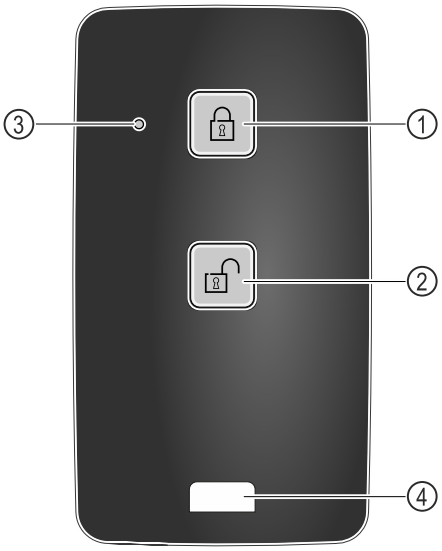

Fig. 219
(1) Blocați încuietoarea
(2) Deblocați încuietoarea
(3) LED de stare
(4) Ureche de fixare
▶ Apăsați tasta *Fig. 219 (1)* de pe telecomandă.
▶ Apăsați tasta *Fig. 219 (2)* de pe telecomandă.
▶ LED-ul de stare *Fig. 219 (3)* oferă un răspuns optic atunci când este apăsat un buton.
▶ Urechea *Fig. 219 (4)* pentru fixarea telecomenzii, de exemplu la un breloc.